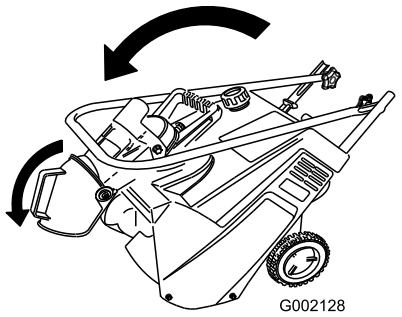

Figure 17
2. Fold the discharge chute down and install the locknut tightly onto the bolt at the rear of the discharge chute handle (Figure 17).